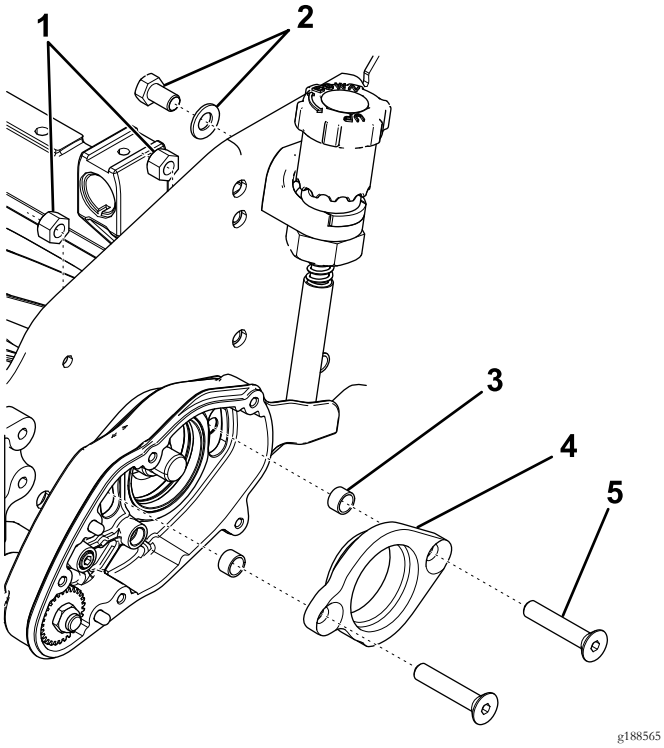

Figur 3
6. Fjern bolten og spændeskiven, der fastgør justeringsgrebet til sidepladen (Figur 3).
7. Fjern de fladhovedede skruer, låsemøtrikkerne og lejeadapteren fra trimmerhuset (Figur 3).
8. Afmonter og kasser afstandsbøsningerne (Figur 3).